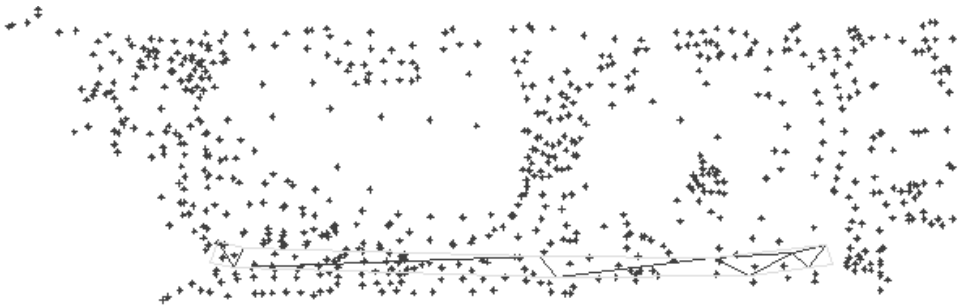

***Figure 3-65** Points and the E street surface after adding breaklines*
10. Select the two polylines from the drawing and then press ENTER; the breaklines are added to the E Street surface, as shown in Figure 3-65.